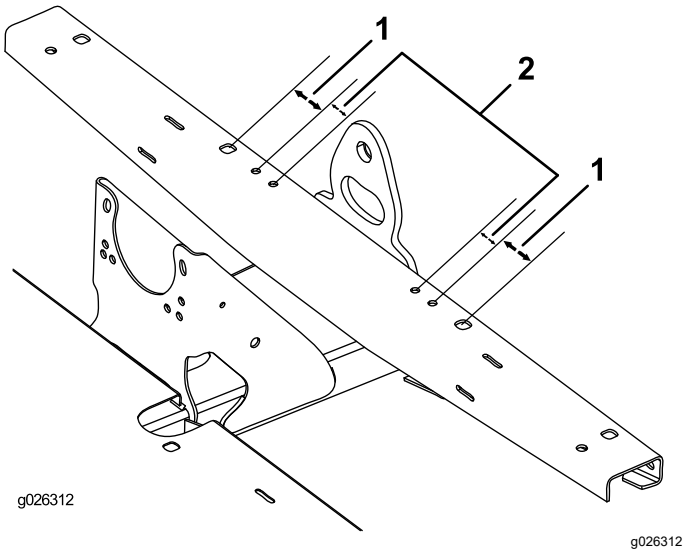

Figur 8
3. Brug de mål, der er vist i Figur 8, og find, afmærk og bor fire huller (3/8 tomme) øverst i stelkanalen.